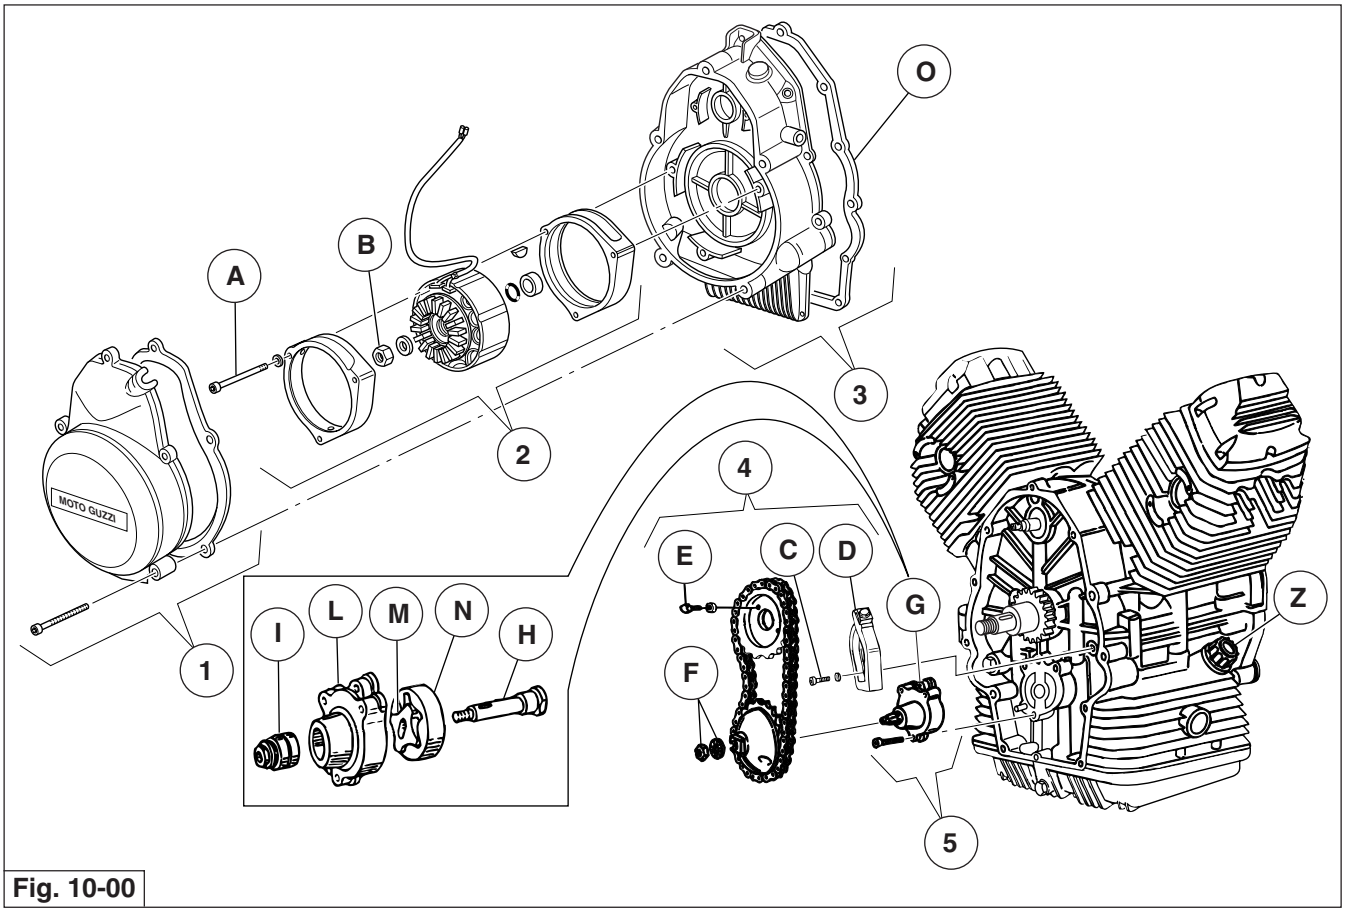

Fig. 10-00
5. Smontare la pompa olio "G" dal basamento motore svitando le viti a brugola. Per lo smontaggio della pompa operare come segue (fig. 10-00):
5. Remove oil pump "G" from the crankcase by unscrewing the Allen screws. To strip down the pump proceed as follows (fig. 10-00):
Immettere quindi (dopo aver montato i tappi di scarico con guarnizioni "I") litri 2 di "AGIP SUPER 4T 15W/50" e rimontare il tappo di immissione olio ("Z" di fig. 10-00).
After having fitted the drain plugs with gaskets "I", pour in 2 litres of "AGIP SUPER 4T 15W/50" oil and refit the oil filler cap ("Z", fig. 10-00).